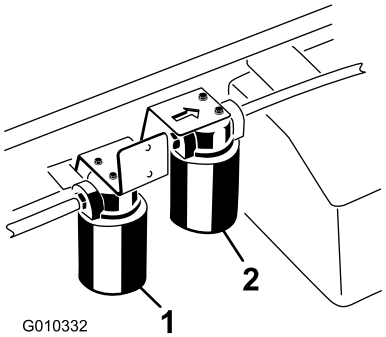

**Figuur 75**
3. Plaats een opvangbak onder het filter en verwijder het filter (Figuur 75).
1. Reinig de omgeving van de plaats waar het filter met hoge stroming wordt gemonteerd (Figuur 75).